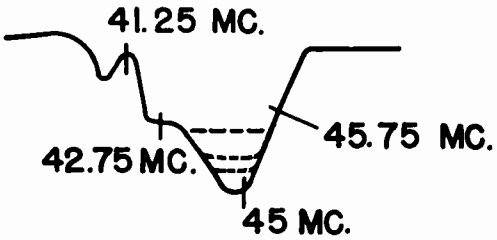

Fig. 18 Cathode Trap Response
11. Adjust the bias so that point "F" is 3 volts positive with respect to ground. Reduce the signal generator input to obtain 2 volts peak to peak output at terminal "E". The response curve should be similar to the solid line portion of Fig. 18 . At this point, adjust the cathode trap L13 to flatten the 45 Mc hump in the response curve as much as possible. It will be noted that with proper alignment some tuned circuits will flatten out more than others, as illustrated by the broken lines.